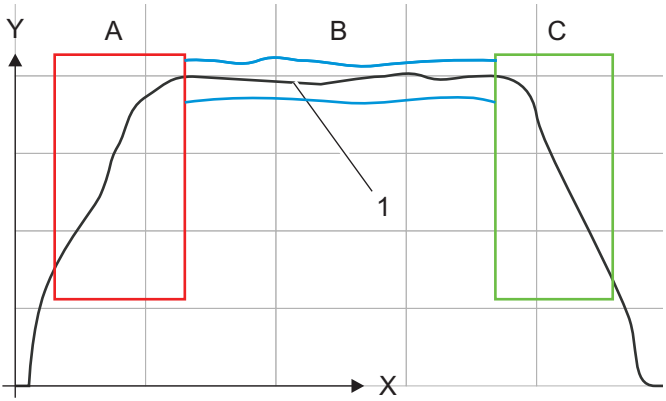

Fig. 6
The settings are possible if the *Range* operating mode is switched on (see 4.5.4). The pressure gradient of a dosing (1) can be monitored and displayed for each connected sensor with three different measurement ranges (see Fig. 6). The diagram size in the display must be set at least large enough to correspond to the pressure and time values of the display.
For *Range* operating mode, ensure that the measurement ranges of the dosing phases required for analysis (see Fig. 6) are selected (Box1, Box2 and envelope).